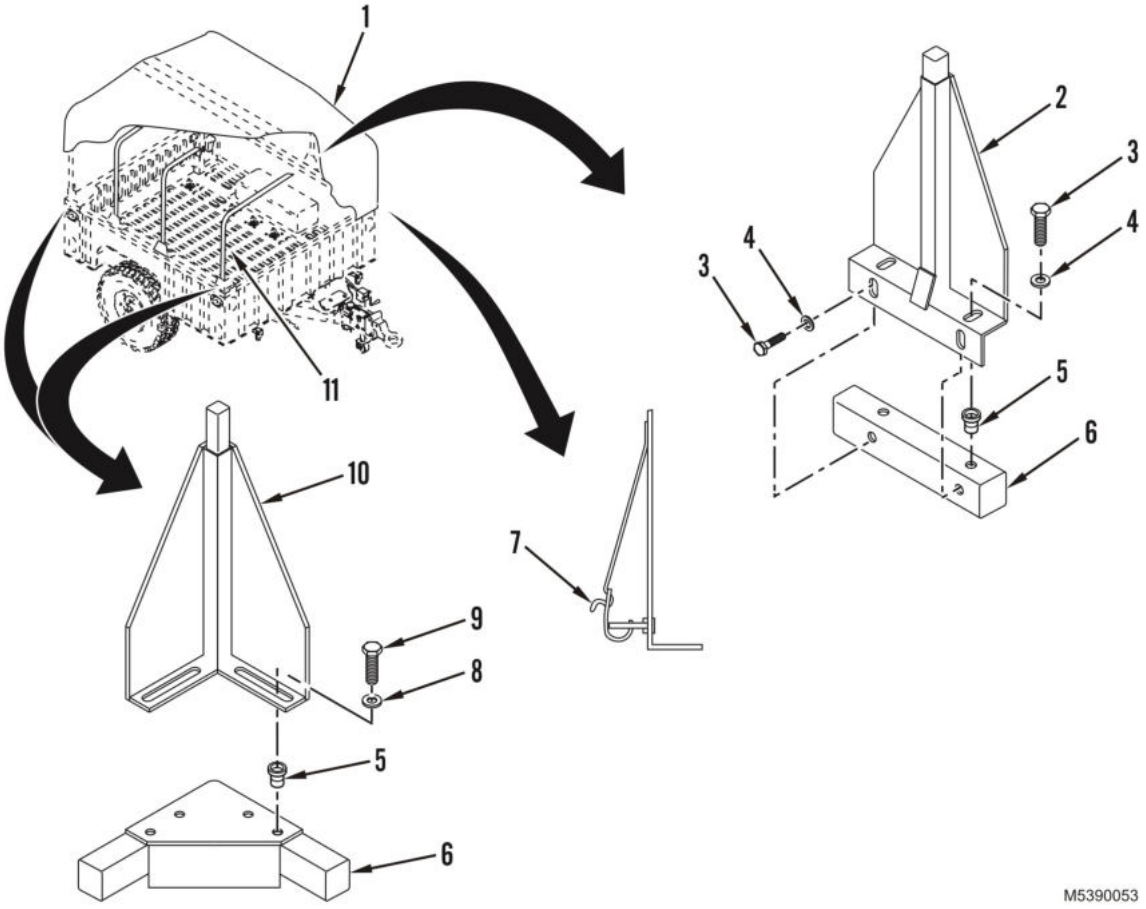

Figure 1. Soft Top Kit Removal and Installation.
3. Remove bolts (Figure 1, Item 9), washers (Figure 1, Item 8), and rear brackets (Figure 1, Item 10) from trailer (Figure 1, Item 6).
4. Remove bolts (Figure 1, Item 3), washers (Figure 1, Item 4), and center brackets (Figure 1, Item 2) from trailer (Figure 1, Item 6).
5. Remove bolts (Figure 1, Item 9), washers (Figure 1, Item 8), and front brackets (Figure 1, Item 10) from trailer (Figure 1, Item 6).
8. Install new threaded insert (Figure 1, Item 5) per instructions enclosed in threaded insert package.